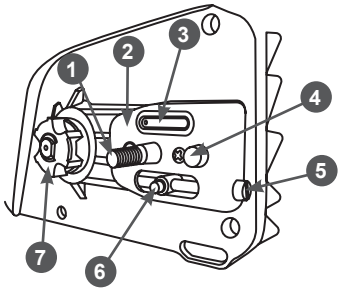
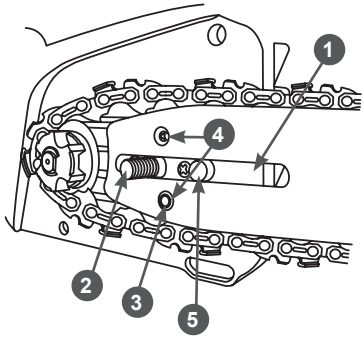

Рис. 3 Установка пальца натяжителя цепи
Рис. 4 Установка шины
4. Вращая винт 5 механизма натяжения цепи (Рис. 3) против часовой стрелки переместите палец 6 (Рис. 4) в заднее положение, ближе к ведущей звездочке 7.
6. Установите шину на шпильку 2 так, чтобы продольное отверстие 1 шины совпало с направляющим выступом 5, а палец 3 механизма натяжения совпал с нижним отверстием 4 для смазки шины (Рис. 4).
Для удаления провисания цепи вращайте винт 5 (Рис. 3) механизма натяжения цепи по часовой стрелке. Для ослабления натяжения – в обратную сторону. После регулировки натяжения цепи затяните гайку крепления крышки, не прилагая при этом чрезмерных усилий.
3. Чистоту отверстия 4 для смазки на шине (Рис. 4). При необходимости почистить.